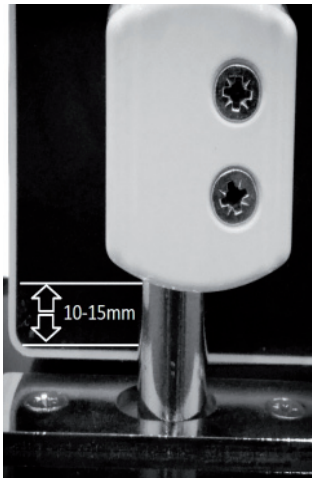

Abb.9
7. Stangenführung an der unteren Türblattkante festschrauben (1x Stangenführung, 2x Senkkopfschraube für Stangenführung Ø 4,2 x 50mm). Vorbohrung mit Ø 3mm Holzbohrer durchführen. Bohrung im Fußboden durchführen min. 35mm Tiefe (Ø 16mm Holz-, oder Betonbohrer). Bodenblech mit Senkkopfschrauben festschrauben (2x Senkkopfschraube für Schließbleche Ø 4 x 30mm). Vorbohrung mit Ø 3mm Holzbohrer durchführen. Abdeckkappen auf die Senkkopfschrauben der Stangenführung aufsetzen. (Abb.9)